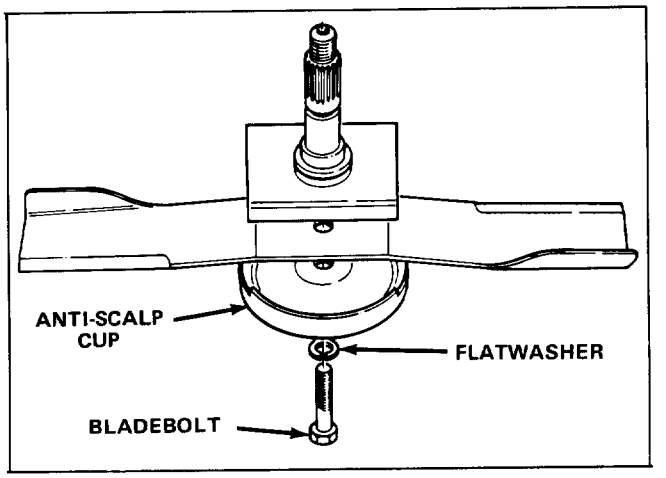

Figure 26
2. Grasp end of blade using a rag or thickly padded glove. Remove bladebolt, flatwasher, anti-scalp cup and blade from spindle shaft (Fig. 26).